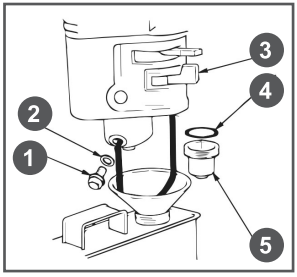

Рис. 18 Обслуживание фильтра-отстойника
1. Установите рычаг топливного крана 3 в положение «ЗАКРЫТО» (Рис. 18).
3. Открутите болт 1 сливного отверстия и слейте топливо из поплавковой камеры карбюратора (Рис. 18).
4. Открутите стакан отстойника 5, вылейте из него топливо в заранее подготовленную емкость (Рис. 18).